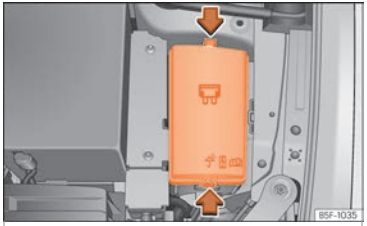

Fig. 104 En el vano motor: tapa de la caja de fusibles.
- Presione las pestañas de bloqueo para desbloquear la tapa de la caja de fusibles ››› fig. 104.